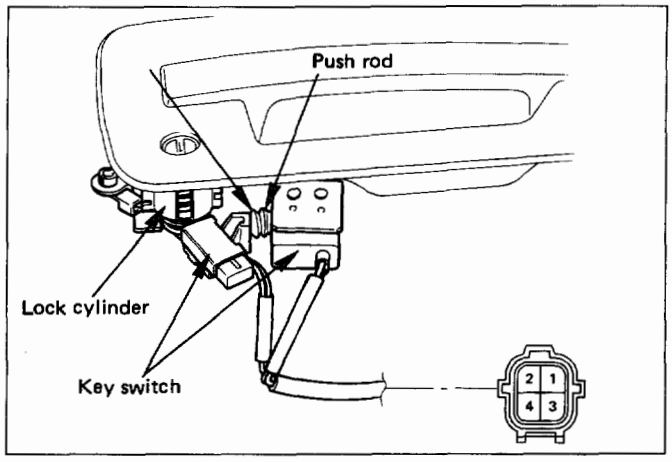

Fig. 10-71
2. For the anti-theft system, be sure to install the push rod of key switch while pressing it to the lock cylinder so that there is no continuity between the key switch side connector terminal No. D6-2 and D6-4 (No. D16-2 and D16-4: passenger side). (Fig. 10-71)